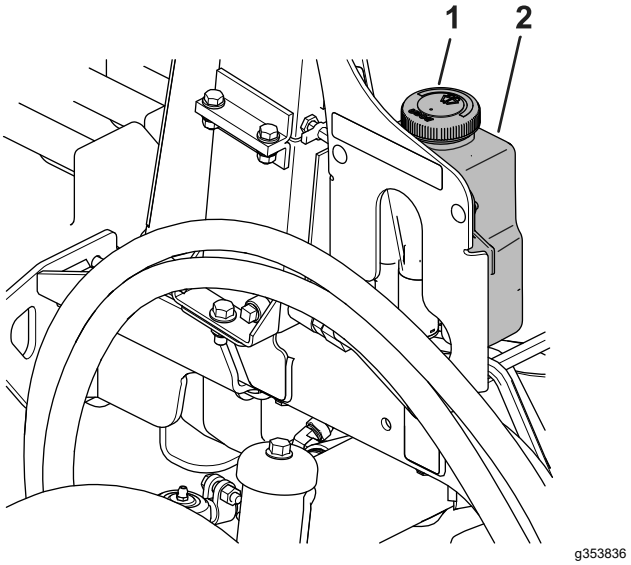

**Figuur 90**
1. Verwijder de dop (Figuur 90) op het reservoir.